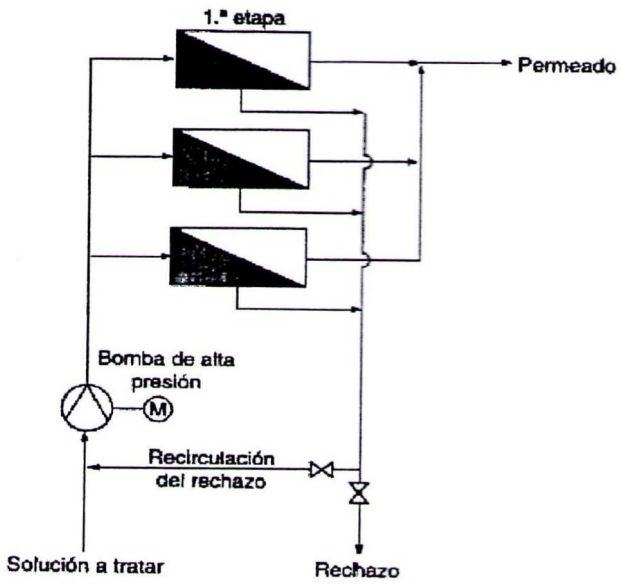

Figura 2.13: Agrupación de etapas con recirculación del rechazo
- **Recirculación del rechazo:** en este tipo de agrupación de etapas, los rechazos de los módulos no son llevados a una segunda etapa en línea, sino que se colectan en una tubería única, como se ve en la figura 2.13. De esa tubería, parte se recircula para que se una con la alimentación, mientras que la otra parte se desecha como rechazo general. Los permeados se separan de la forma habitual.